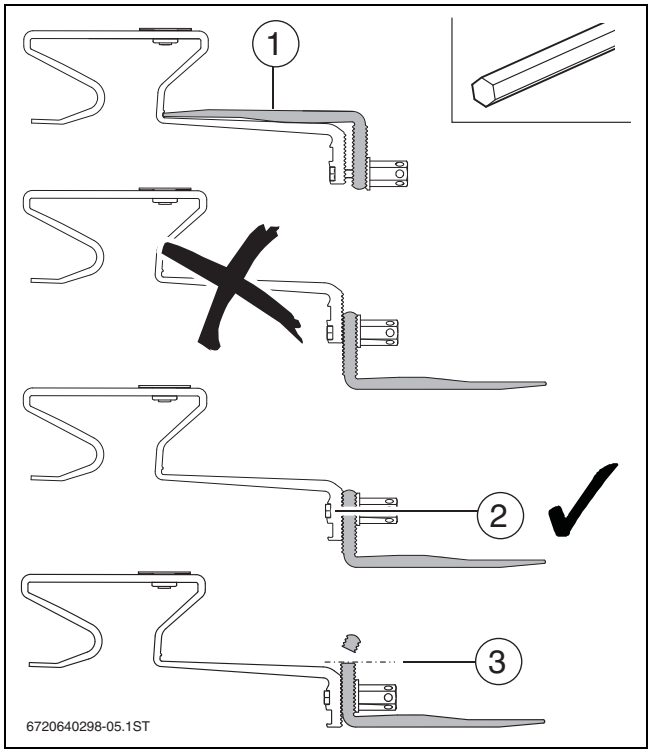

Рис. 24 Подготовка крепления
- ▶ Переставьте нижнюю часть кровельного крюка в верхнее отверстие кровельного крюка. Пока не затягивайте гайку (→ рис. 24).